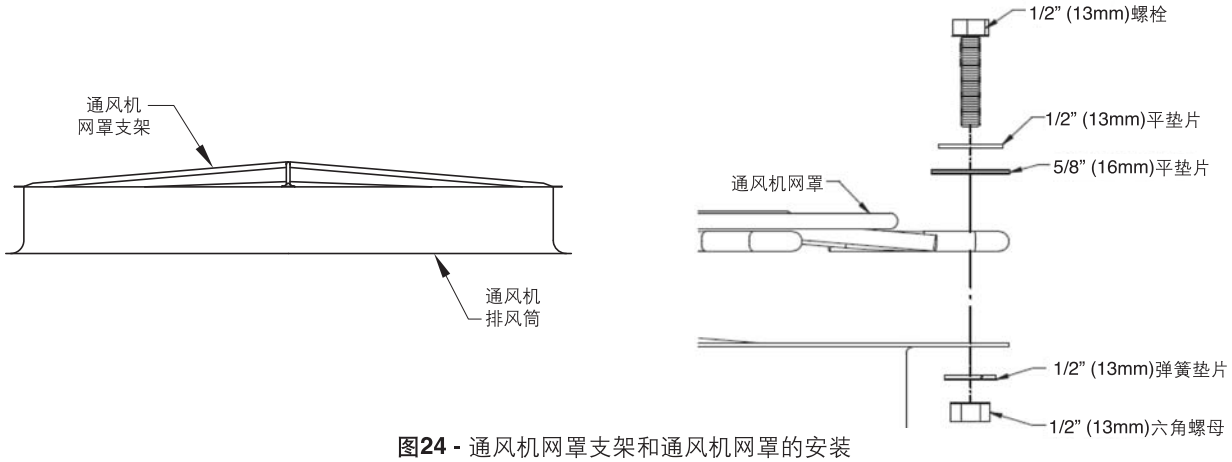

图24 - 通风机网罩支架和通风机网罩的安装
1. 将通风机网罩支架架在排风筒顶部（见**图24**）。
4. 把通风机网罩的每一个孔和排风筒上的孔固定在一起（见**图24**）。在支架与排风筒相接触的4*个点上，用螺栓将支架、排风筒和通风机网罩连接在一起。